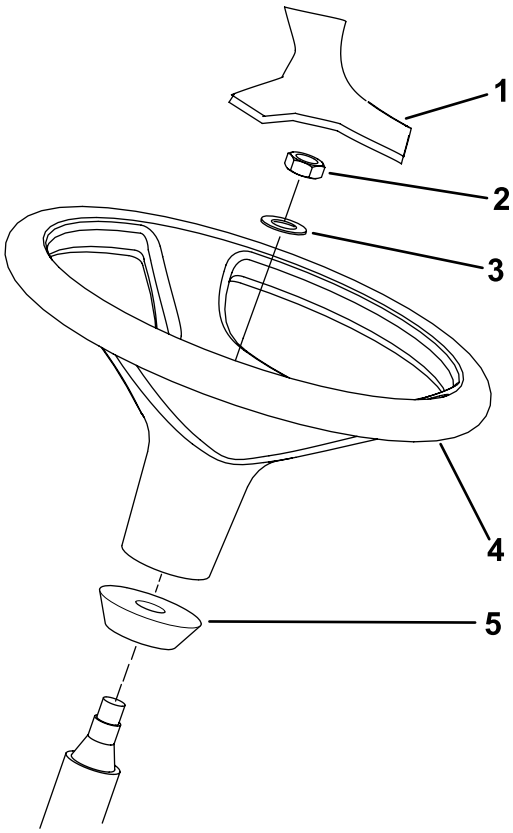

Figure 14
1. Retirez le volant du support d'expédition (Figure 14).
Remarque: Vérifiez que la bague en mousse reste en place sur l'arbre de direction (Figure 14).
3. Glissez le volant et la rondelle sur l'arbre de direction (Figure 14).
5. Posez le couvre-moyeu sur le volant (Figure 14).